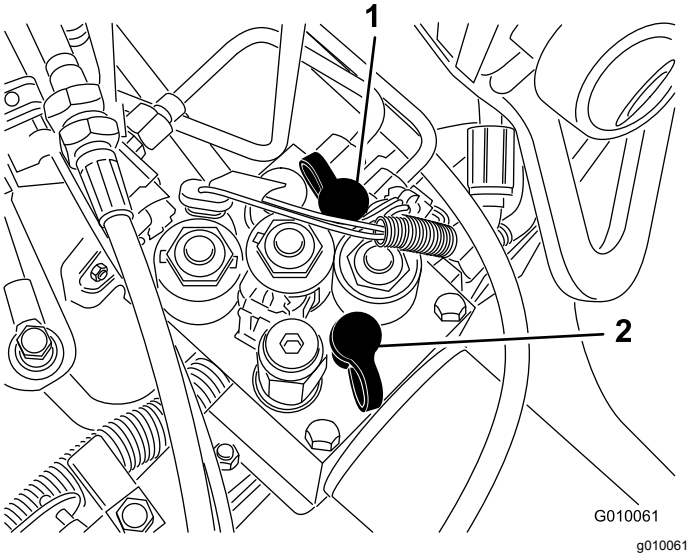

Figur 61
- Testport G 2 (Figur 61) benyttes til at hjælpe ved fejlfinding i traktionsladekredsløbet.
- Testport G 1 (Figur 61) benyttes til at hjælpe ved fejlfinding vedr. trykket i løftekredsløbet.